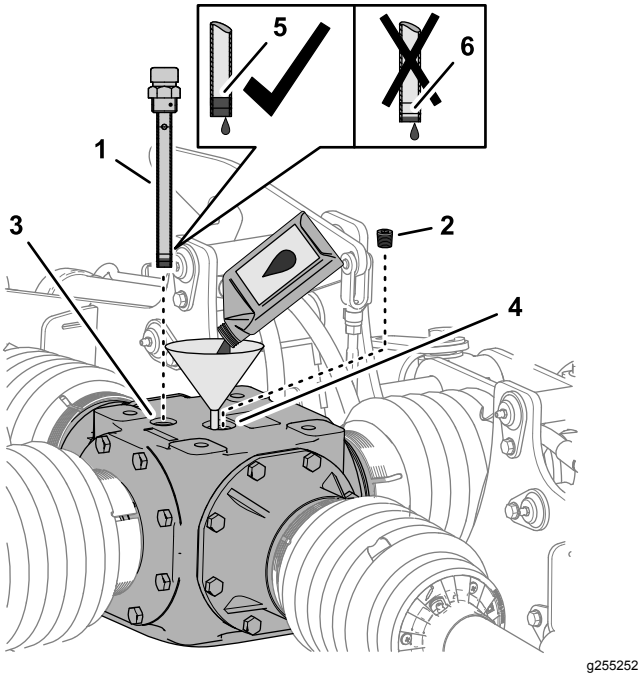

Rysunek 61
1. Wyjmij wskaźnik poziomu z otworu bagnetu oleju na górze środkowej przekładni i wytrzyj go do czysta (Rysunek 61).
2. Zdejmij korek do napełniania z otworu do napełniania na górze przekładni (Rysunek 61).
3. Wlej 2484 ml wskazanego oleju przekładniowego do przekładni przez otwór do napełniania (Rysunek 61).
4. Wkręć bagnet do otworu, wyjmij bagnet i sprawdź poziom oleju (Rysunek 61).
6. Wkręć bagnet poziomu oleju do otworu i dokręć bagnet (Rysunek 61).
7. Wkręć korek wlewu w otwór do napełniania i dokręć korek (Rysunek 61).